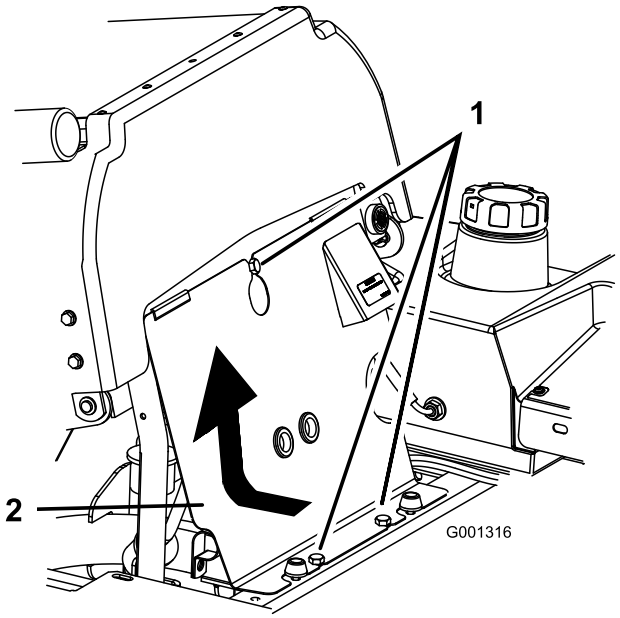

Figuur 32
1. Kantel de stoel naar voren, draai de bouten los en verwijder het frontpaneel van de motor (Figuur 32).